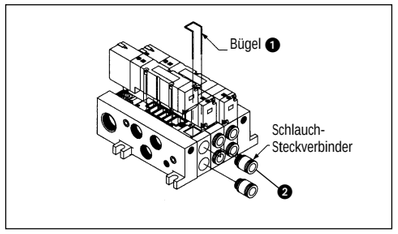

Abb. 31
Schlauch-Steckverbinder ersetzen (Abb. 31)
Haltebügel ❶ abziehen (Abb. 31).
Steckverbinder ❷ herausnehmen (Abb. 31).
Steckverbinder ❷ einsetzen (Abb. 31).
Schlauch-Steckverbinder ❶ einsetzen (Abb. 31).